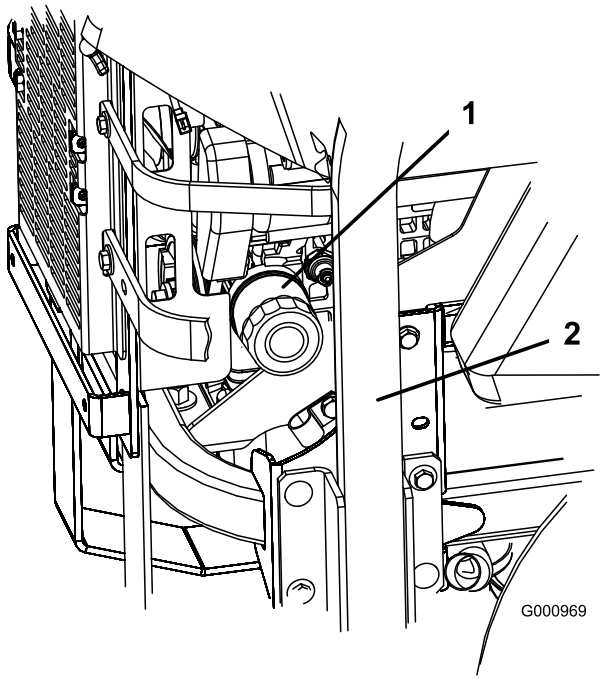
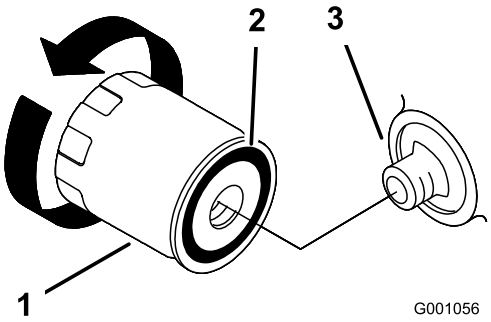

Figur 46
Figur 47
2. Drej filteret mod uret for at afmontere det (Figur 46 og Figur 47).